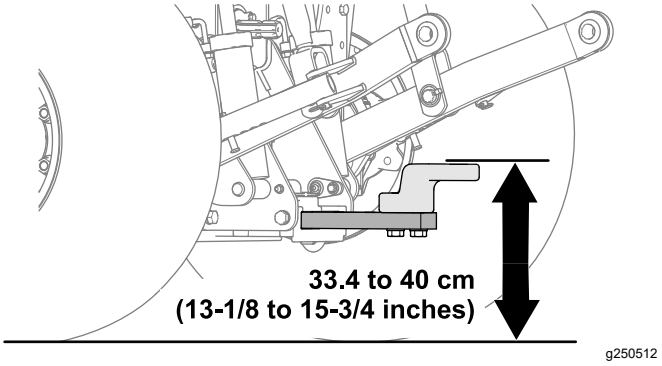

Figur 27
- Arbetshöjd: 33,4 till 40 cm. Se Figur 27.